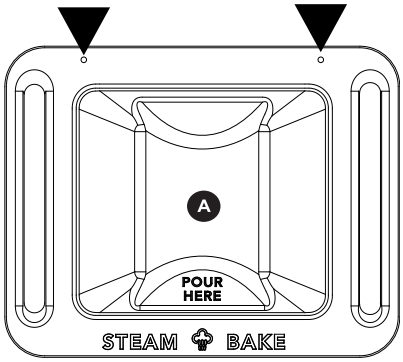

Figure 10
a. Remove the two screws located in the bottom rear of the oven cavity. Lift the oven bottom (**A**) out of the oven cavity (see Figure 10).